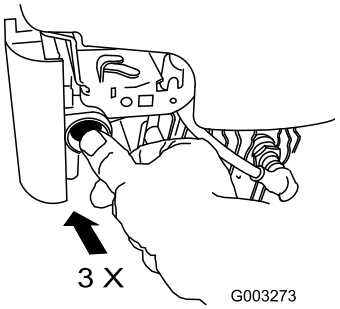

Figura 16
1. Apriete el cebador 3 veces con el dedo pulgar, presionando con fuerza, y manteniendo la presión durante un segundo antes de soltarlo (Figura 16).